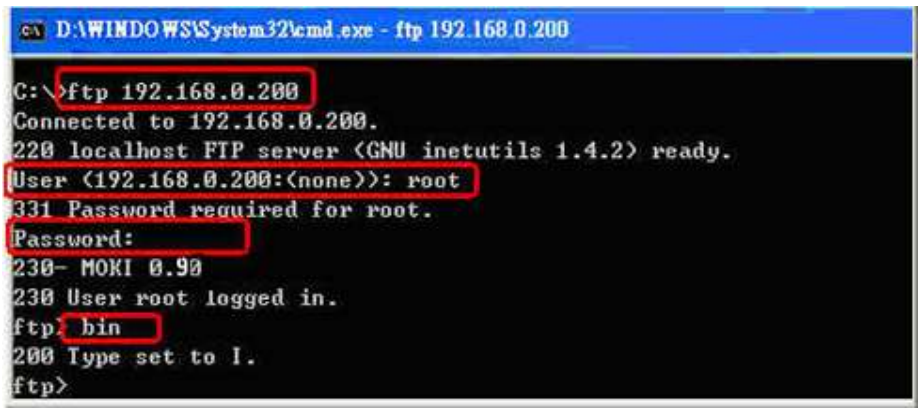

Fig.5-4
(1) Open a "DOS Command Prompt" and type the ftp IP Address of the LP-8x4x, for example: **ftp 192.168.0.200** to establish a connection to the FTP Server on the LP-8x4x. When prompted, type the **User_Name** and **Password ("root" is the default value for both)** to establish a connection to the LP-8x4x.
(2) Before transferring the files to the LP-8x4x, type the "**bin**" command to ensure that the file is transferred to the LP-8x4x in **binary mode**. (refer to Fig. 5-4)